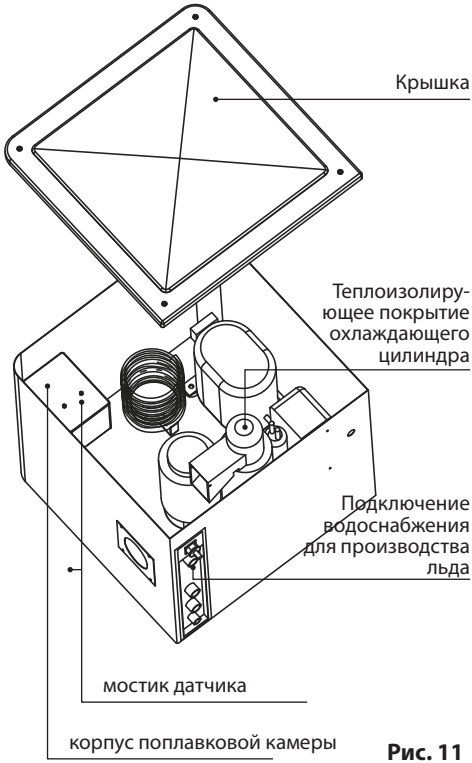

Рис. 11
- Снять крышку поплавковой камеры системы подачи свежей воды. Снять клейкую ленту с корпуса поплавка (если еще таковая осталась) и открыть крышку бака (рис. 11).
4. Удалите липкую полоску с корпуса поплавковой камеры и снимите её крышку (рис. 11).